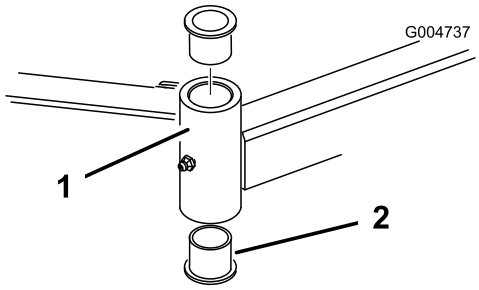

Figur 79
4. Sæt en uddriver ind i den øverste eller nederste del af monteringsrøret, og driv bøsningen ud af røret (Figur 79).